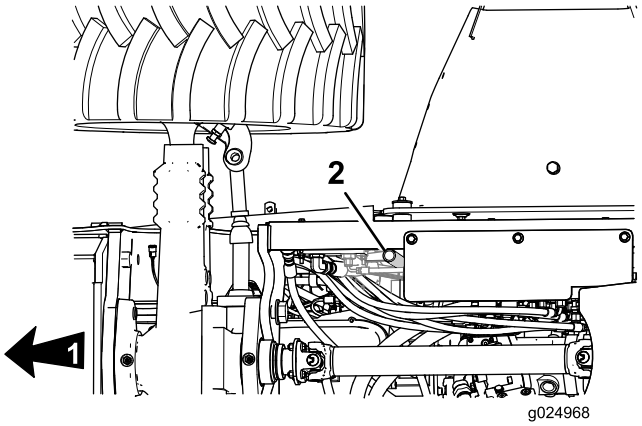

Rysunek 66
1. Sprawdź rurę odpowietrznika skrzyni korbowej (Rysunek 66) pod kątem występowania w jej wnętrzu szlamu, zanieczyszczeń lub lodu.